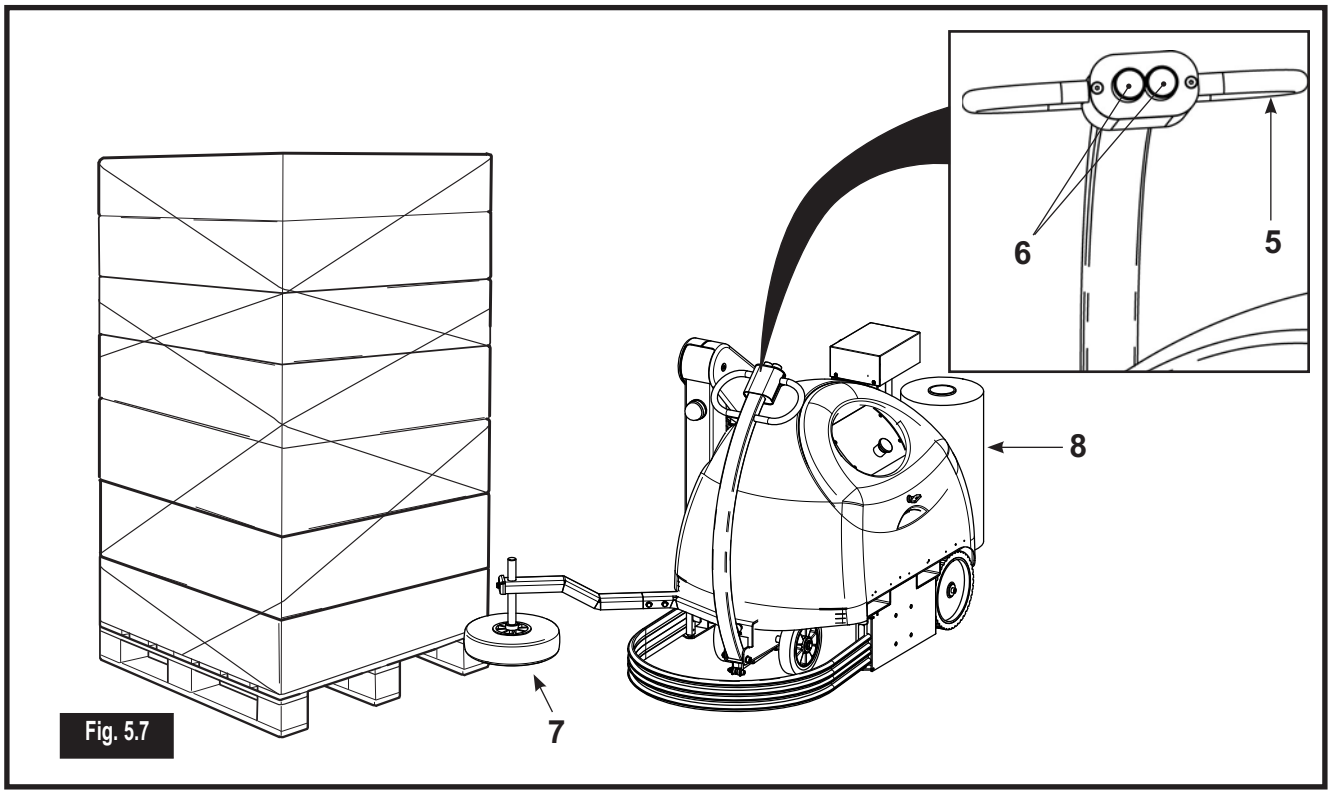

Fig. 5.7
b) dopo aver piazzato nell'area di lavoro il pallet con il prodotto da imballare, avvicinare la macchina tramite il timone a controllo manuale **(5),** agendo sui pulsanti di controllo marcia **(6)** (Fig. 5.7);
b) después de haber colocado en el área de trabajo el palé con el producto a embalar, acercar la máquina mediante el timón de control manual **(5)**, accionando los botones de control de marcha **(6)** (Fig. 5.7);